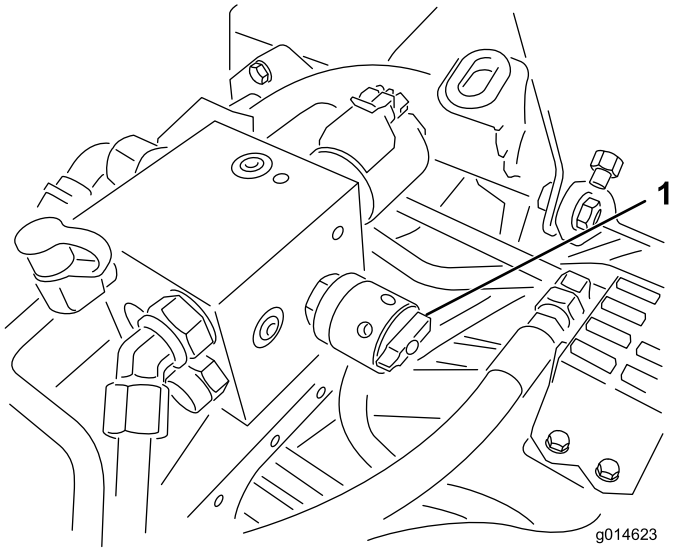

**Figur 39**
4. Knivcylindrenes hastighed indstilles ved at dreje grebet (Figur 39), indtil indikatorpilene står ud for det tal, der angiver den ønskede indstilling.